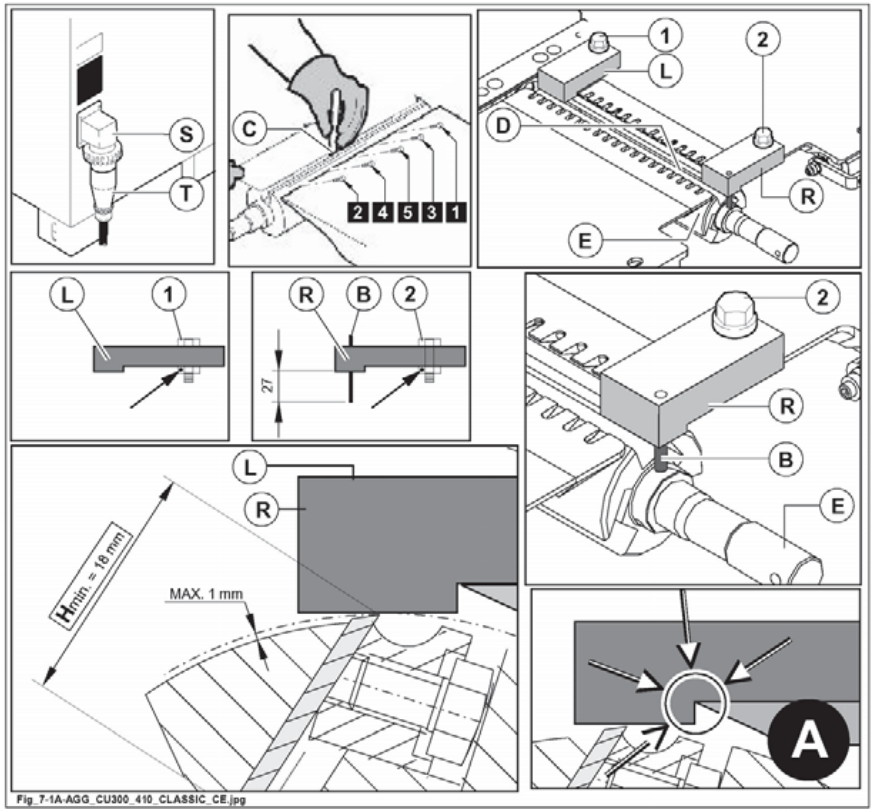

Abb. 7.1
Die Muttern, die die Schrauben (1, 2, Abb. 7.1) blockieren.
1) Die Messereinstellvorrichtung (R Abb. 7.1) wie in der Abbildung (A) gezeigt positionieren.
Der Stift (B Abb. 7.1) muss in die vorgesehene Bohrung an der Welle (E Abb. 7.1)gesteckt werden.
Dann die Messerverstelleinrichtung (R Abb. 7.1) durch Festschrauben den Schraube (2 Abb. 7.1) arretieren.
Die Messerverstelleinrichtung (L Abb. 7.1) wie in der Abbildung (A) positionieren und durch Festschrauben den Schraube (L Abb. 7.1) arretieren.
Sofem erforderlich, die Messer durch Einführen in das dafür vorgesehene Gehäuse (D Abb. 7.1) auswechseln und dabei die Ausrichtung des Schleifwinkels zur Drehrichtung der Hobelwelle (E Abb. 7.1) beachten.
2) Die Feststellschrauben der Reihe nach (1, 2, 3, 4, 5) mit dem dafür vorgesehenen Schlüssel (C Abb. 7.1) lösen; das Messer tritt durch den Druck der Gegendruckfedern heraus.
4) Überprüfen, dass die Messer und die Führungsleisten in Bezug auf die Hobelwelle (E, Abb. 7.1) zentriert sind.
für eine ordnungsgemäße Einstellung muss der Messerrand gleichzeitig auf den Messerverstelleinrichtungen (R, L Abb. 7.1) aufliegen. Auf diese Weise wird der richtige Überstand des Messers von der Hobelwelle (max. 1 mm) gewährleistet.
5) Die Feststellschrauben zunächst der Reihe nach (1, 2, 3, 4, 5) mit dem vorgesehenen Schlüssel (C fig. 7.1) festziehen, bis das Messer an der Hobelwelle (E Abb. 7.1) anliegt. Dann der Reihe nach (1, 2, 3, 4, 5) gleichmäßig und endgülig festziehen.
das Schärfen der Messer ist bis zu einer Mindesthöhe von 18 mm (Abb. 7.1) gestattet. Wenn dieses Mass erreicht ist, muss das Messer ausgetauscht werden;